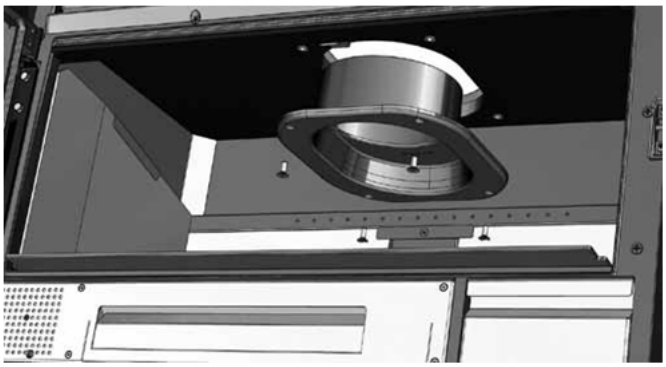

FIG. 13
3. Tournez la cheminée de 180° (fig.13).